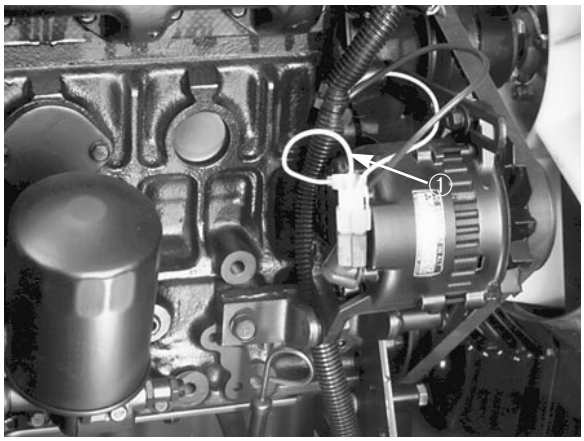

Fig. 2
3. Træk målepinden op og tør den af med en ren klud. Stik den så helt ned i påfyldningsrøret igen og træk atter målepinden op. Oliestanden bør stå op til FULD (FULL) mærket (Fig. 2).